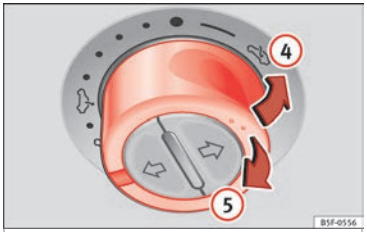

Bild 14 På det inre takfodret: Tryck på knappen och dra i den för att höja och sänka soltaket.
- Fälla upp sätet: För brytaren till läge »» **bild 14** (4). För ett mellanläge, håll in reglaget tills du når önskat läge.
- Sänka: Dra brytaren till läge »» **bild 14** (5). För ett mellanläge, håll in reglaget tills du når önskat läge.